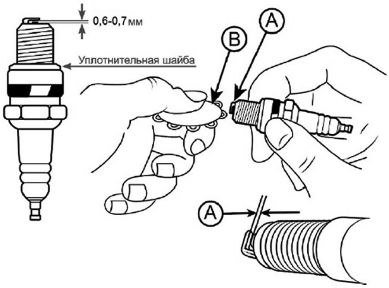

Рис. 32. Проверка зазора между электродами
5. Проверить зазор между электродами и, если необходимо, отрегулировать, его значение должно быть в диапазоне 0,6-0,7 мм (Рис. 32).